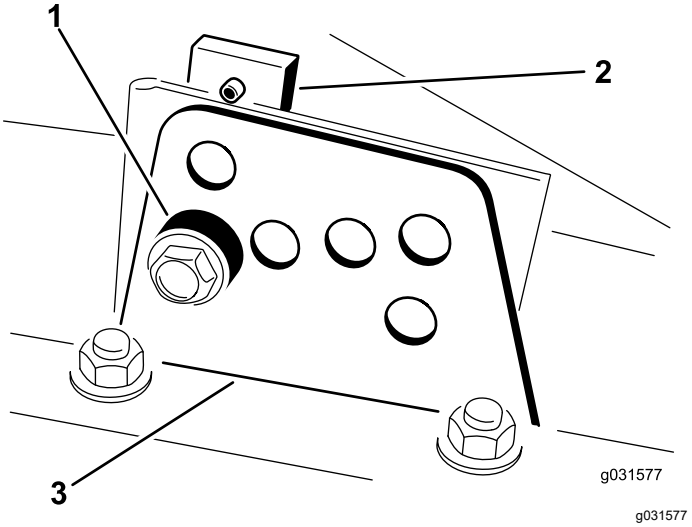

Figura 18
2. Desaperte o parafuso que prende o suporte da altura de corte à placa da altura de corte (frente e de cada lado), conforme se mostra na Figura 18.
4. Enquanto estiver suportar a câmara, retire o espaçador (Figura 18).